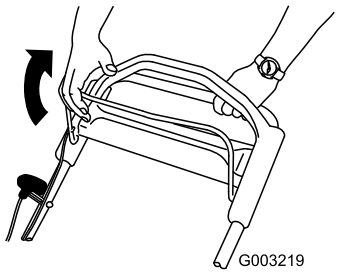

Figura 17
2. Tenete la barra di comando della lama contro la stegola (Figura 17).